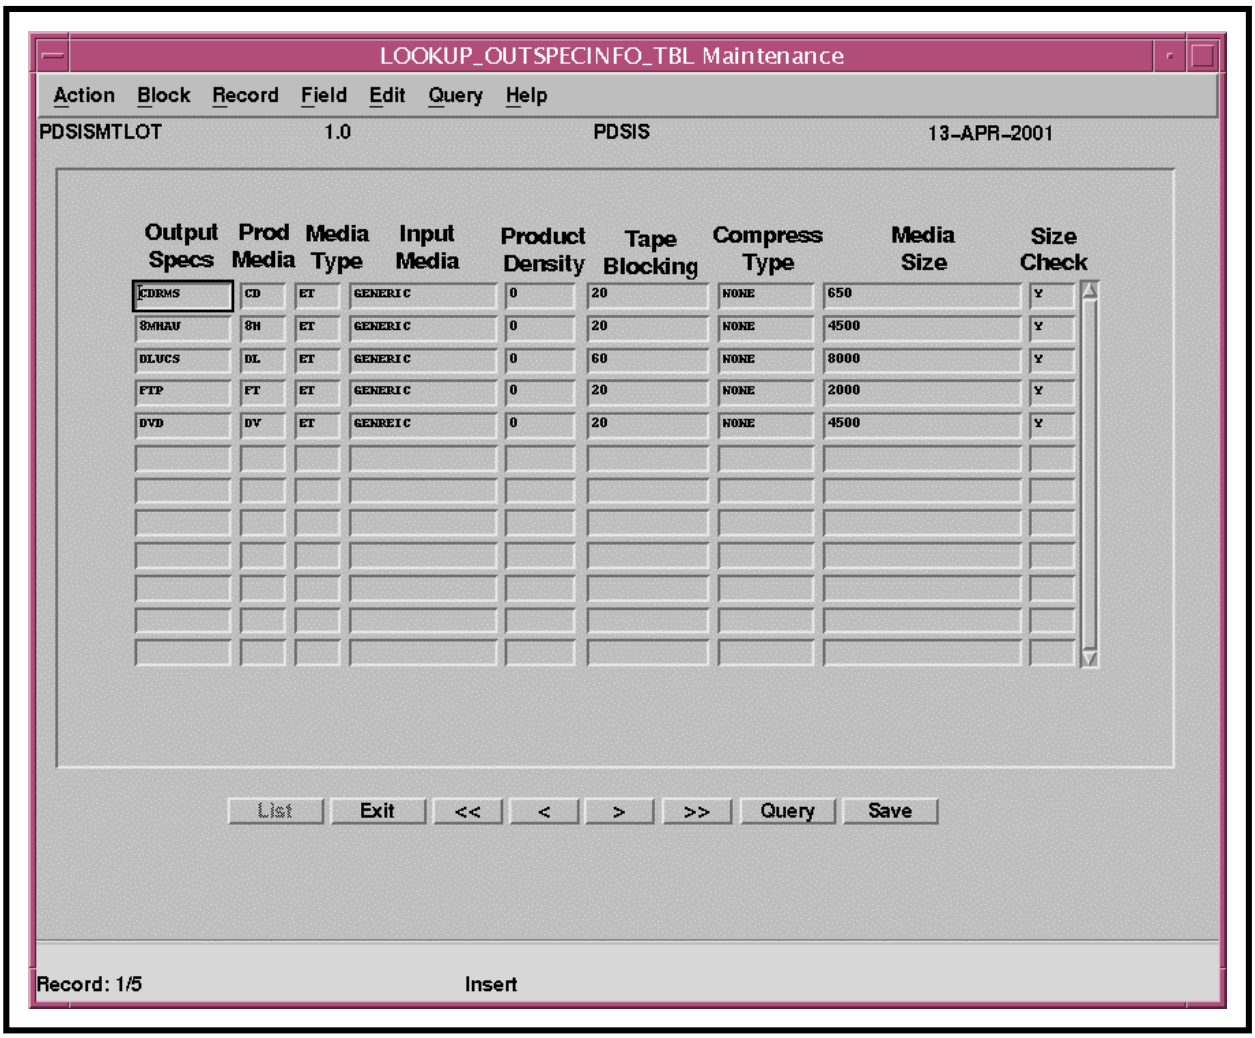

Figure 119. PDSIS Output Specifications Window Displaying Output Specifications
- Output specifications are displayed on the **PDSIS Output Specifications Window** (Figure 119).
- The following types of data are displayed on the **PDSIS Output Specifications Window** (Figure 119):
4 Observe the data displayed on the **PDSIS Output Specifications Window** (Figure 119) to determine the relevant output specification(s).